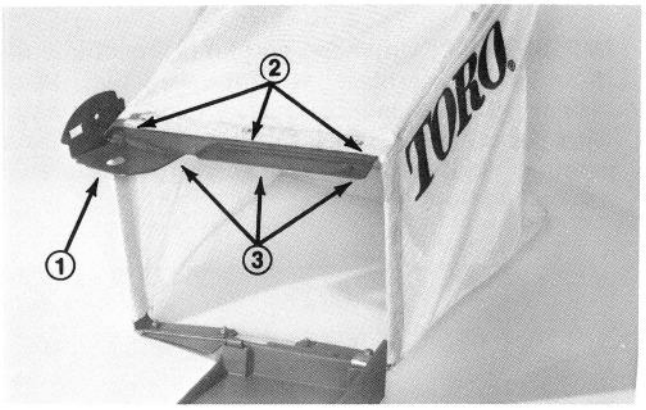

Figure 5
2. Open door of bag. Slide upper frame into bag and secure upper frame against inside of front frame with three capscrews and locknuts (Fig. 5).